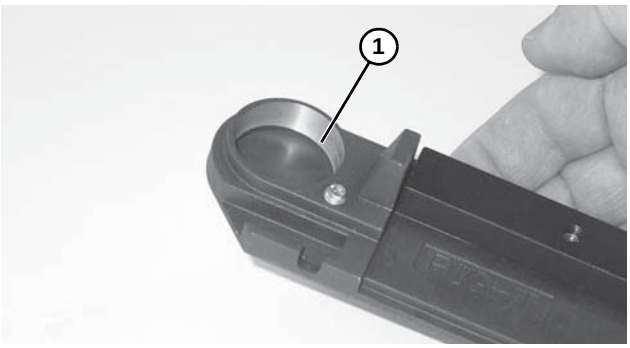

Figure 67
1. Inspecter la surface d'appui des plaques de tête **(Figure 67, élément 1)**. Les remplacer si elles sont usées ou endommagées. Voir « Pièces de rechange » à partir de la page 36.